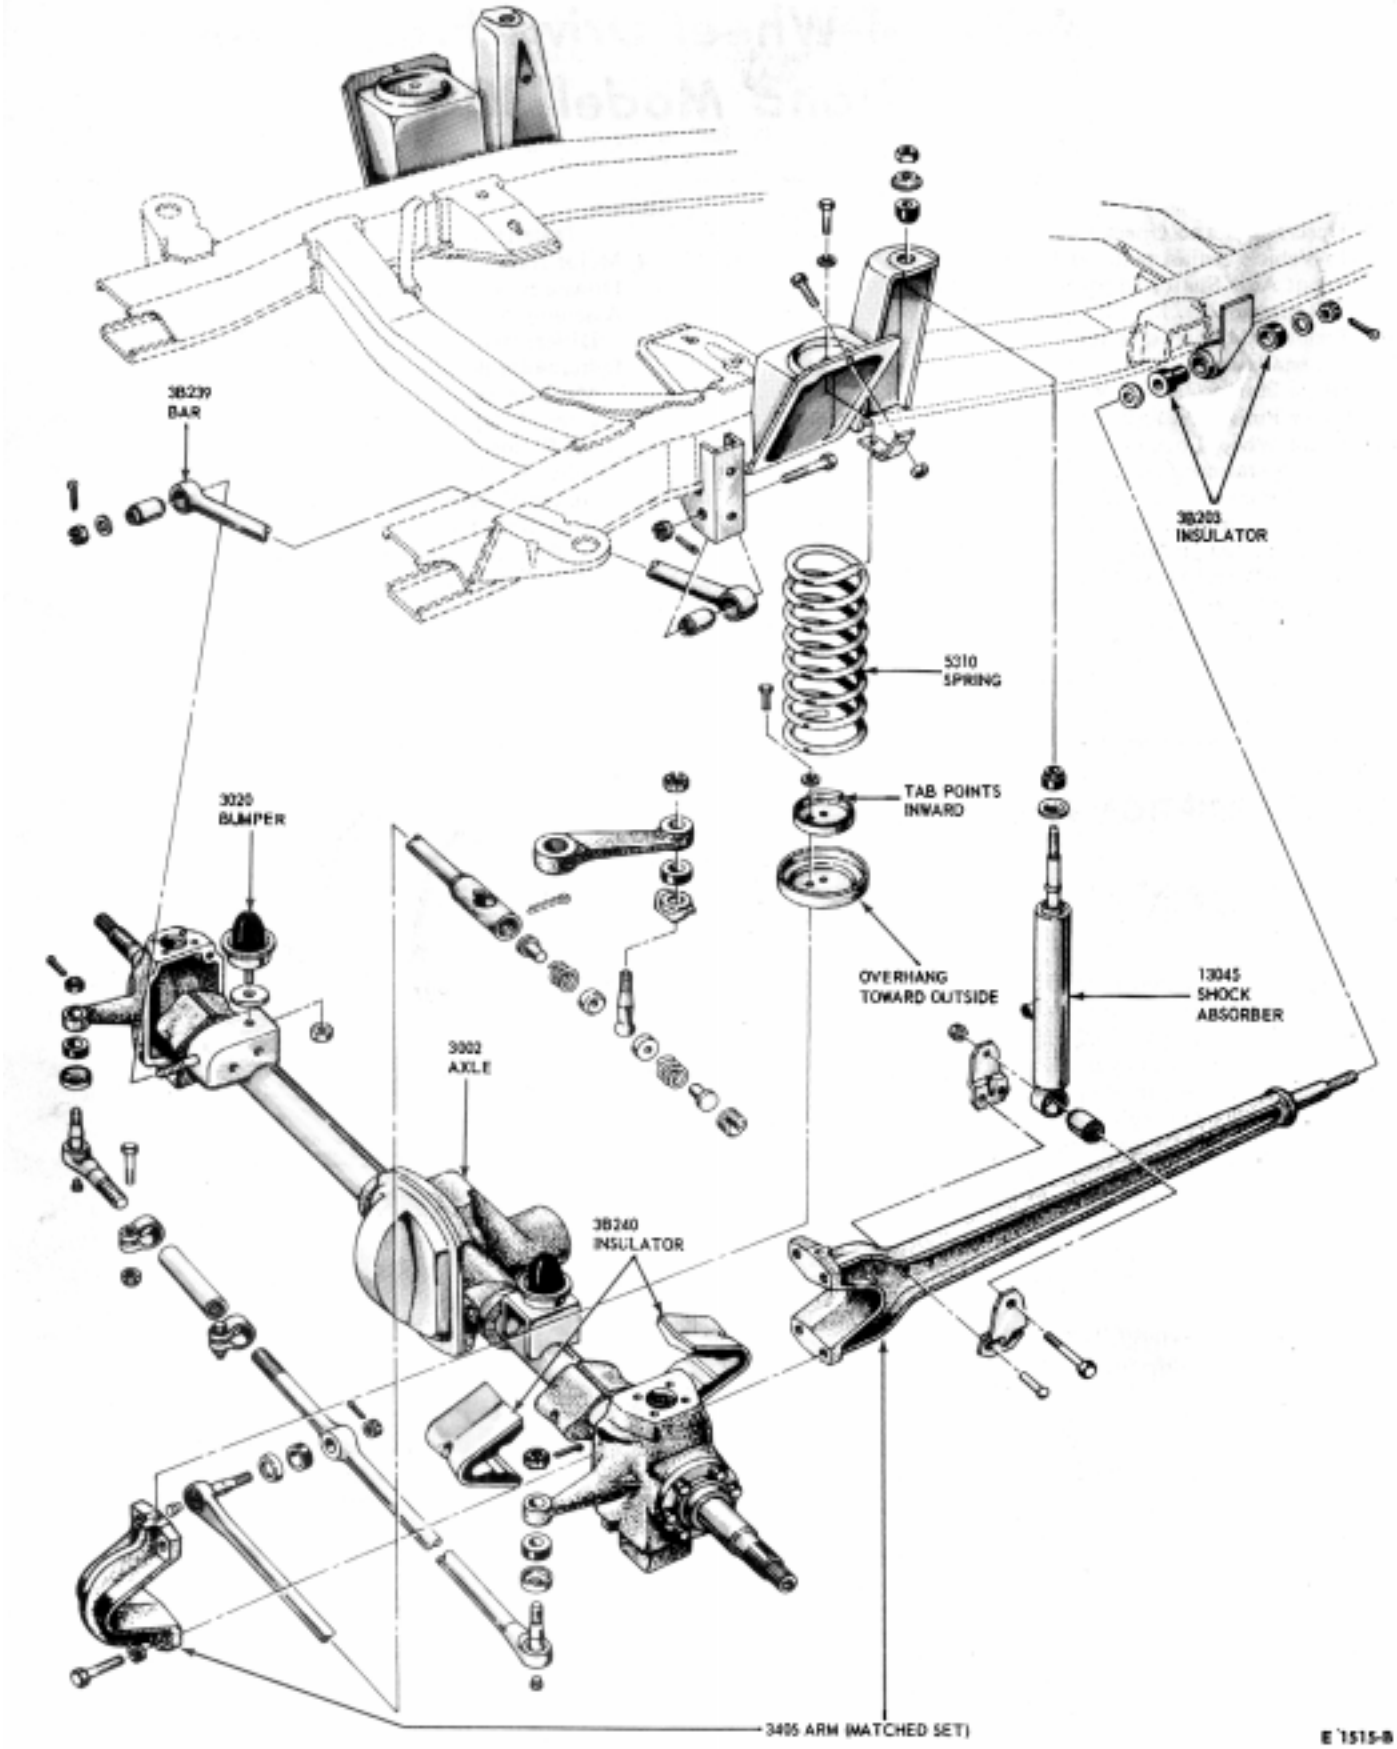

FIG. 1—4 Wheel Drive Front Axle Attaching Parts
A unique front wheel drive axle is provided on the Bronco vehicle (Fig. 1). This Dana design differs from previous axles of this type principally in the area of the spindle and spindle support section of the axle housing. A massive open yoke is welded to the outer ends of the axle housing, replacing the closed spherical joint commonly used in the past. This construction makes for a very strong spindle area. Power to drive the front wheels is transmitted through open Cardan-type universal joints. Pressed-in seals of a common type are used in the axle housing outer ends and in the spindle inner bore to seal out dirt and retain the lubricants. The king pin bearings are installed and serviced in practically the same manner as previous front wheel drive axles.
5. Remove the capscrews that attach the brake carrier plate and the spindle to the steering knuckle (housing). Remove the brake carrier plate and secure it one side to avoid damaging the brake hose. Carefully remove the spindle (Figs. 1 and 7).
1. Raise the vehicle on a hoist or jack and install safety stands under the radius arm brackets (Figs. 1 and 7).